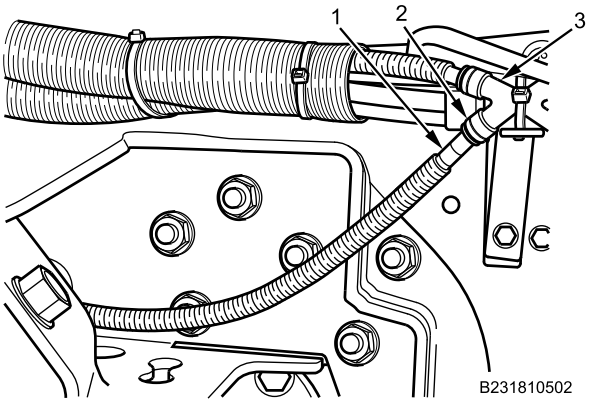

Figure 4. Air Line
4. Release quick connect (Figure 4, Item 2) and remove air line (Figure 4, Item 1) from air line coupler (Figure 4, Item 3). Position air line aside.